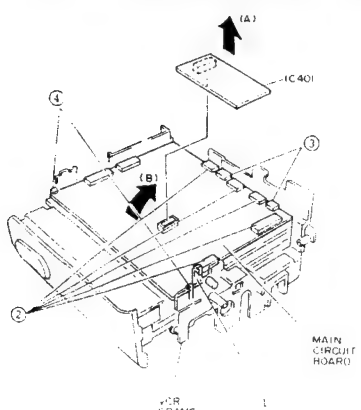
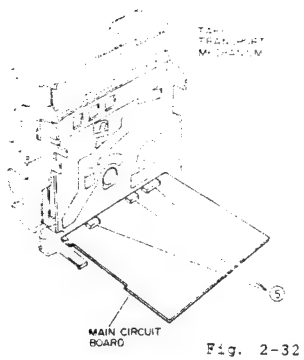

Fig. 2-31
Fig. 2-32
1) Release one (1) tab and remove the audio IC (IC401) from the main circuit board in the direction of arrow (A). (See Fig. 2-31)
2) Disconnect five (5) flat cables (CN112, CN602, CN905, CN907, CN910) on the main circuit board.
3) Disconnect two (2) connectors (CN113, CN904) on the main circuit board.
4) Release two (2) tabs and open the main circuit board in the direction of arrow (B).
5) Disconnect three (3) flat cables (CN601, CN604, CN906) on the main circuit board and remove the main circuit board from the tape transport mechanism. (See Fig. 2-32)